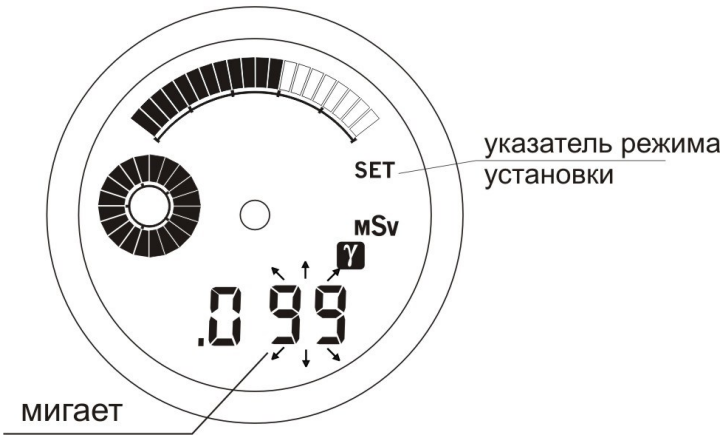

Рисунок 3.11
3.2.8.4 Для установки порога ЭД включить индикацию ЭД согласно3.2.2. Далее длительное нажатие кнопки 2 (УСТАНОВКА) включает индикацию на ЖКИ установленного порога ЭД, при этом мигают две цифры (сотые и тысячные доли мЗв), появляется указатель режима установок SET (рисунок 3.11) и индицируется заполненная круговая аналоговая шкала.